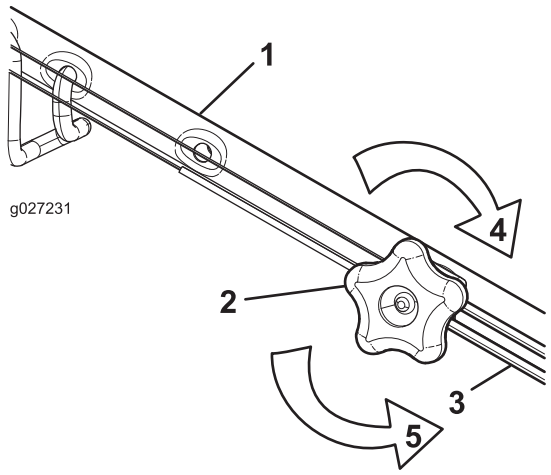

Figura 27
1. Girate la manopola di regolazione in senso antiorario per allentare la regolazione del cavo (Figura 27).
2. Regolate la tensione del cavo (Figura 27) tirandolo indietro o spingendolo in avanti e mantenendo quella posizione.